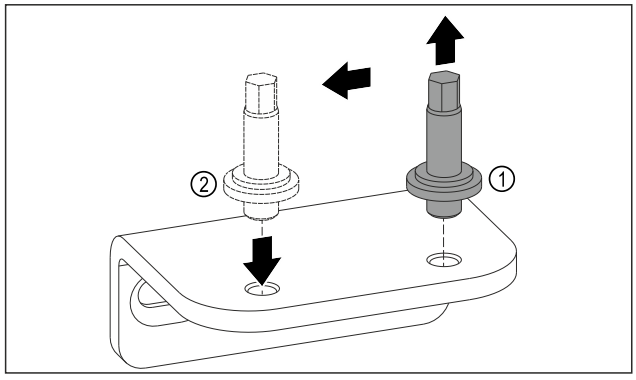

Fig. 11
▶ Kierrä alemman laakerijalustan pultit ulos SW5-ulkokuusioavaimella. *Fig. 11 (1)*
▶ Aseta pultit vastapäiselle puolelle. *Fig. 11 (2)*